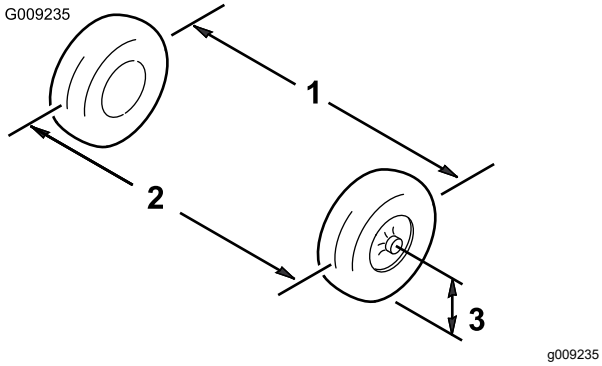

Figura 56
1. Meça a distância entre os pneus dianteiros à altura do eixo na zona dianteira e traseira dos pneus dianteiros (Figura 56).